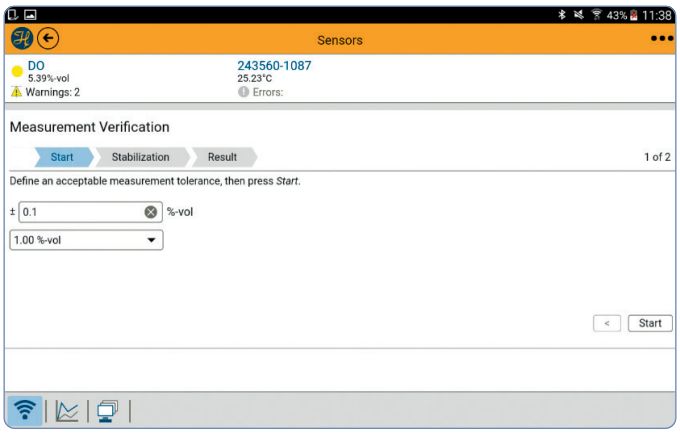

Figure 16: ArcAir Verification Wizard
1) Install the sensor into the calibration station and connected the 1%-vol calibration gas (Figure 16)